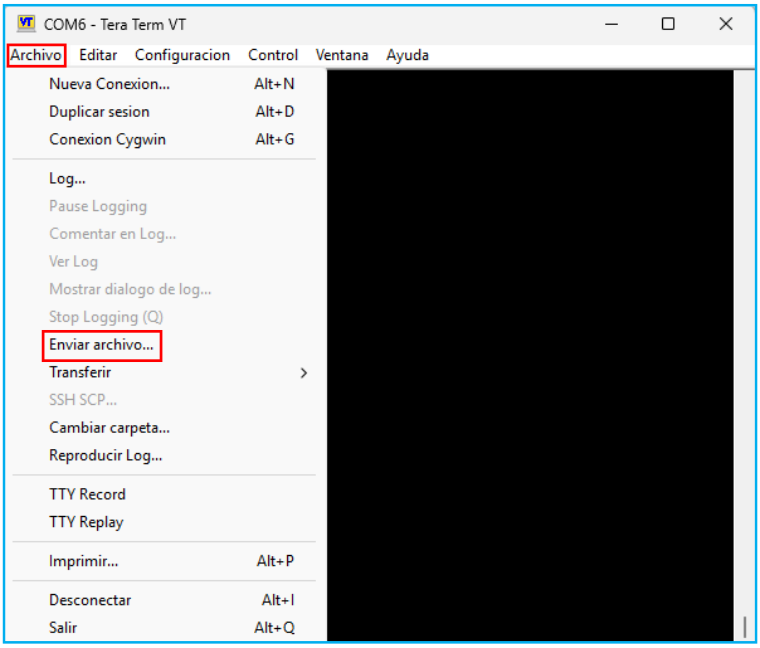

Fig.8. Apertura de ventana para el envío del ejecutable binario.
7. Para iniciar la transmisión del archivo, pulsamos en `Archivo` y seleccionamos `Enviar Archivo` (Fig.8).